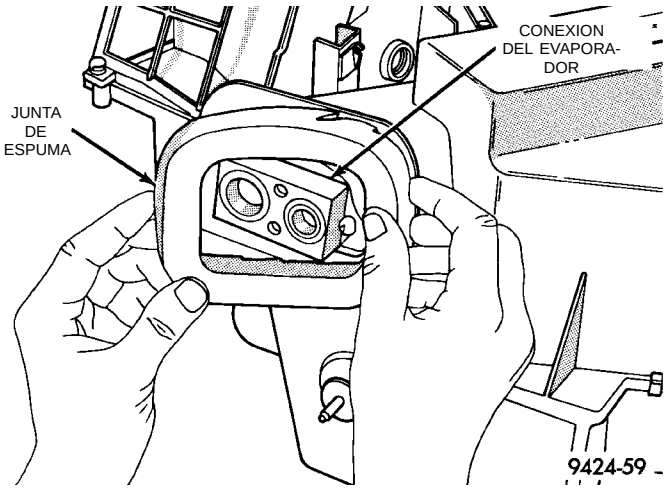
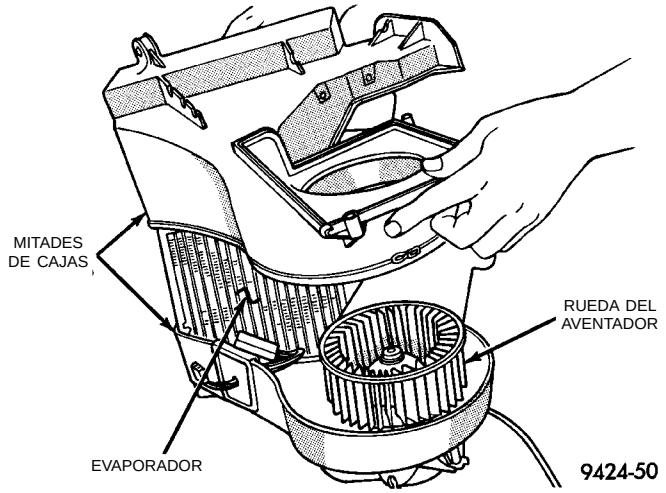

Fig. 30 Desmontaje de la junta de espuma de plástico
Fig. 31 Separación de la caja
(1) Retire los collarines y tornillos que sostienen la caja de la unidad al módulo de evaporador/aventador. Luego separe las dos unidades.
(2) Retire la junta de espuma de plástico del evaporador al salpicadero (Fig. 30).
(3) Desconecte el conmutador del sensor de aletas del mazo.
(4) Retire los collarines y tornillos que sujetan la caja superior a la inferior.
(5) Separe las dos partes de la caja (Fig. 31).